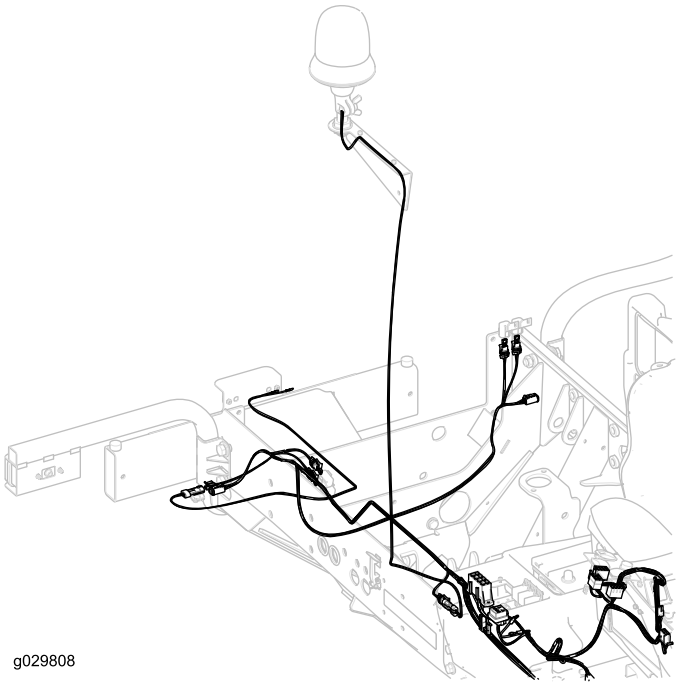

Bild 37
16. Verlegen Sie den hinteren Abschnitt des Kabelbaums zur rechten Strebe des Überrollschutzes oder der Kabine (Bild 37).